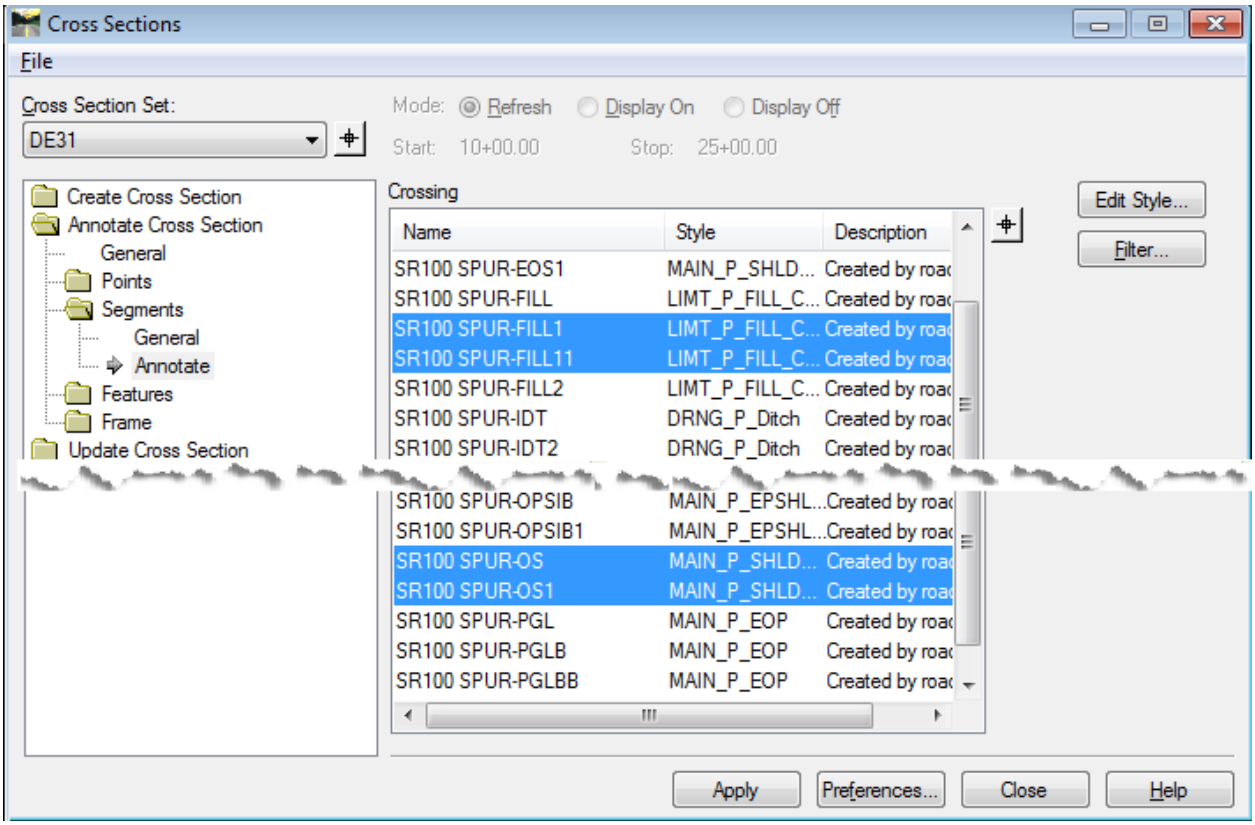
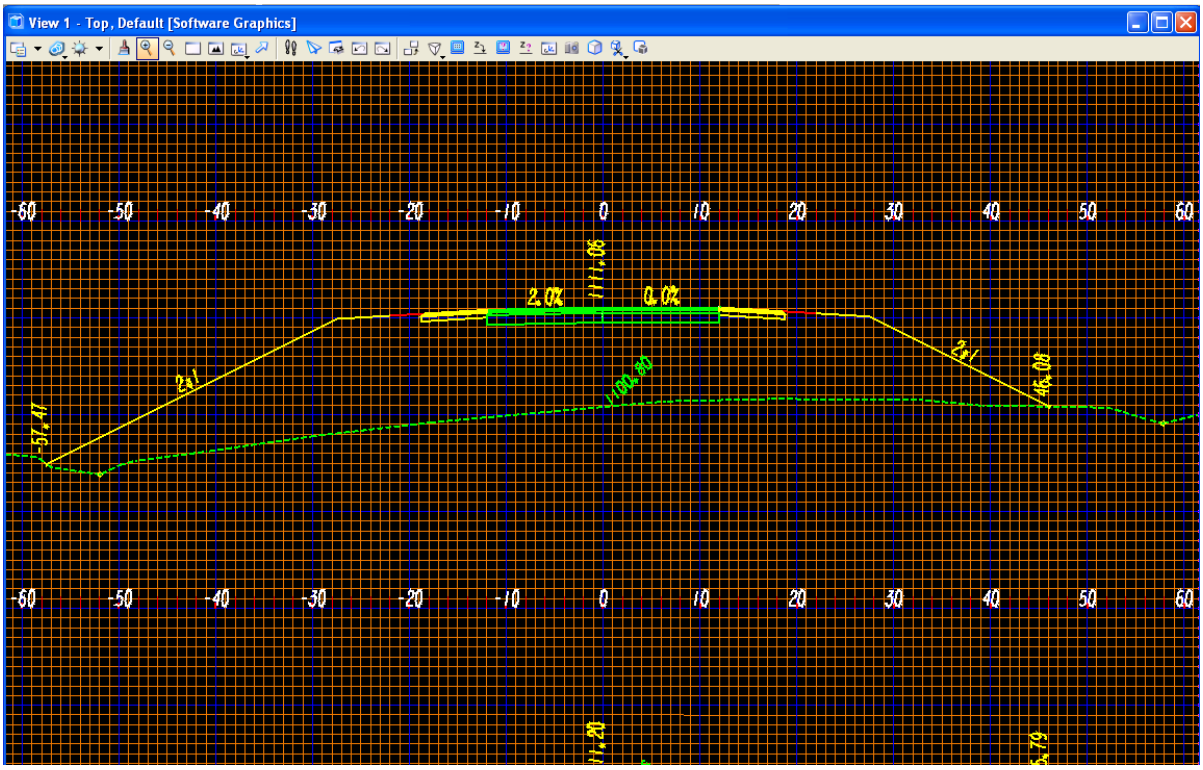

Figure L9-43 Annotate Cross Section
Figure L9-44 MicroStation View Window
73.	**Annotate the Front Slopes.** • In the **Cross Sections** dialog, verify the four Features listed here were selected in the previous steps. They should be highlighted in blue in the **Cross Sections** dialog as shown in *Figure L9-43*. ▪ **SR100 SPUR-FILL1** ▪ **SR100 SPUR-FILL11** ▪ **SR100 SPUR-OS** ▪ **SR100 SPUR-OS1** • Click **Apply** and click **Close** to exit the **Cross Sections** dialog. • If still open - click **Close** to exit the **Cross Section Viewer** dialog. • Verify the Front Slopes were annotated as shown in *Figure L9-44*.